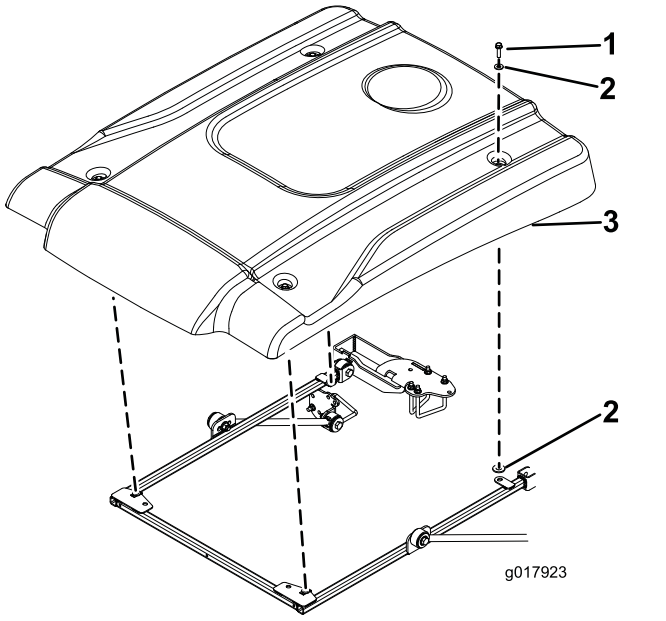

Figur 4
11. Sätt solskärmen på ramen i enlighet med Figur 4 och rikta samtidigt in monteringshålen.
12. Montera solskärmens hörn löst på ramen med en flänsskruv (5/16 × 1¼") och två små brickor (Figur 4).